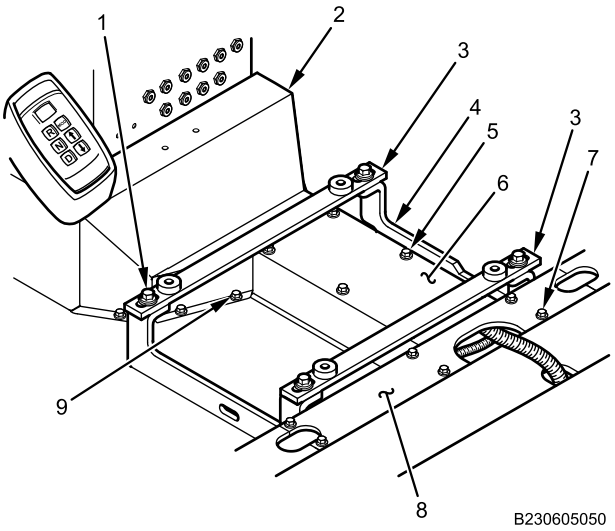

Figure 12. Electrical Harness Storage Duct Center Rear Cover.
5. Install eight bolts (Figure 12, Item 9) securing (PDM) harness electrical storage shield (Figure 12, Item 2) to floor. Tighten bolts securely.
6. Install six bolts (Figure 12, Item 5) on electrical harness storage duct center cover (Figure 12, Item 6) and tighten securely.
7. Install four bolts (Figure 12, Item 1) with flat washers, and new lockwashers securing crossbars (Figure 12, Item 3) to center mounting bracket (Figure 12, Item 4). Tighten bolts securely.
8. Install electrical harness storage duct rear center cover (Figure 12, Item 8) with six bolts (Figure 12, Item 7) and tighten securely.